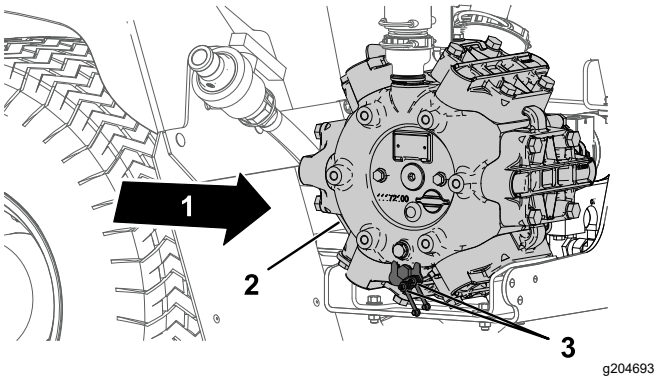

Bild 65
1. Wischen Sie die zwei Schmiernippel mit einem sauberen Lappen ab (Bild 65).
2. Pressen Sie Fett in die Schmiernippel (Bild 65).